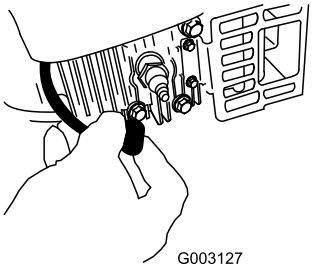

Figura 32
2. Staccate il cappellotto dalla candela (Figura 32) prima di eseguire interventi di manutenzione.